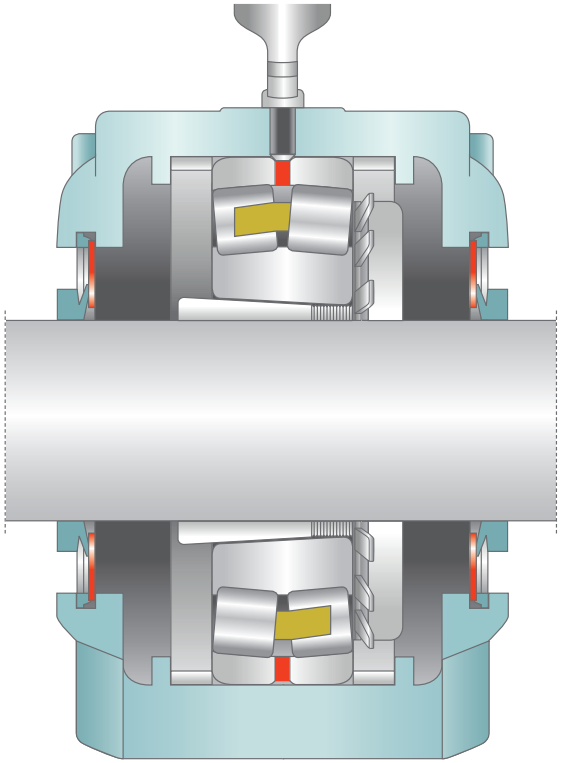

Figure 7 : Lubrification des roulements par la rainure centrale
- Quand il s'agit de roulements LFD dotés d'une rainure extérieure de graissage et de trous de lubrification (désignations W20, W26, W33,…), le palier est à lubrifier directement par la bague extérieure (**fig. 7**).